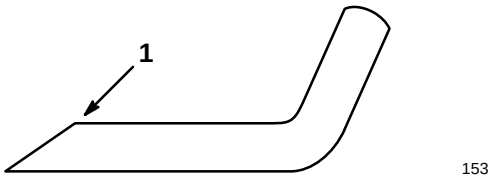

Figure 26
5. SHARPENING BLADE – Using a file, sharpen top side of blade and maintain original cutting angle (Fig. 26). The blade will remain balanced if same amount of material is removed from both cutting edges.